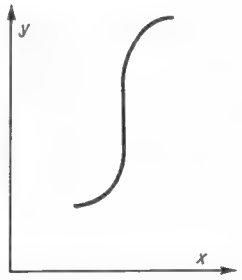

Bild 10.
Wird in (3) der Grenzwert unendlich (Bild 10), so spricht man von einer „uneigentlichen Differenzierbarkeit". Auch solche Funktionen sind differenzierbar, sofern gilt: $|h| < \delta(\varepsilon)$